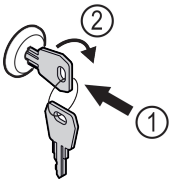

Fig. 206
▶ Introduceți cheia prin apăsare. *Fig. 206 (1)*
▶ Rotiți cheia cu 90° în sensul acelor de ceasornic. *Fig. 206 (2)*